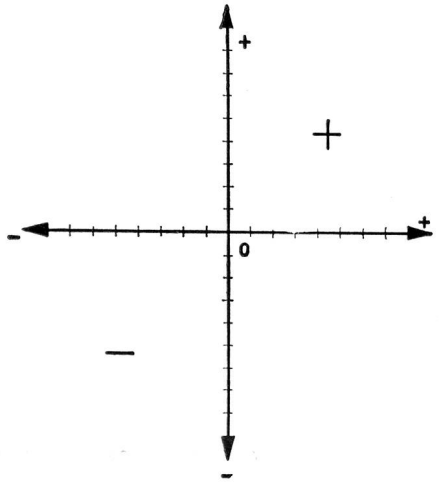

Fig. 95
e) Si le sens de l'objet de la représentation graphique varie, il suffit de continuer les axes au delà de leur point d'intersection et de porter sur ces nouveaux axes des nouvelles graduations qui, par convention seront désignées comme négatives (fig. 95).